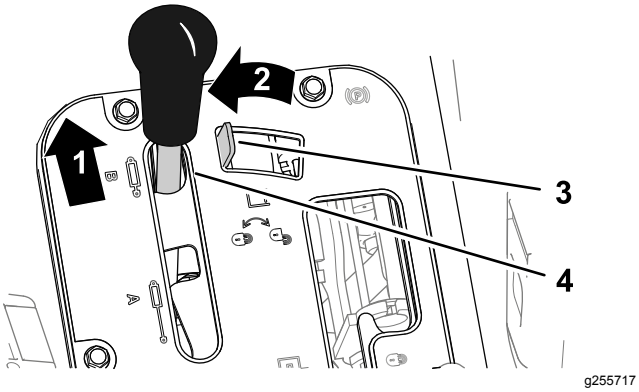
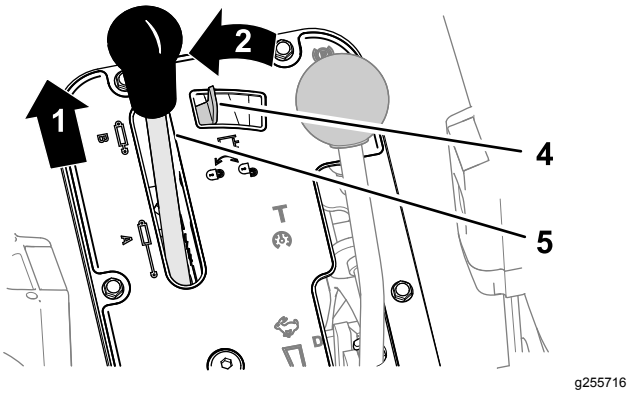

Figur 70
Figur 71
1. Skyv den hydrauliske løftespaken fremover (Figur 70 eller Figur 71).
2. Flytt låsen for den hydrauliske løftespaken til venstre for å aktivere den (Figur 70 eller Figur 71).